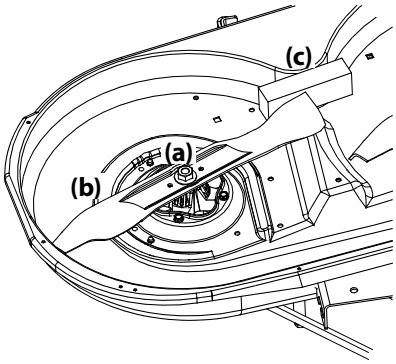

Figure 4-24
2. Use a 15⁄16" wrench to hold the hex nut on top of the spindle assembly when loosening the hex nut (a) securing the blade (b). A block of wood (c) may be placed between the deck housing and the cutting edge of the blade (b) to help in breaking loose the hex nut (a) securing the blade. See Figure 4-24.